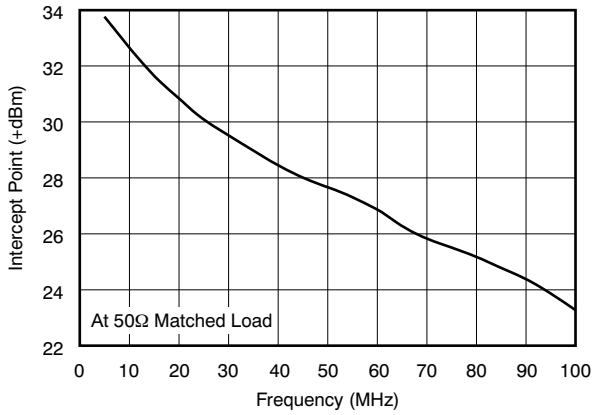
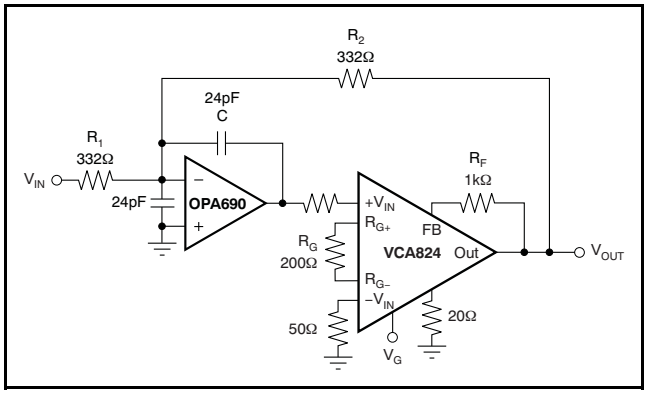

Figure 65.
Figure 84. Voltage-Control Low-Pass Filter
In the circuit of Figure 84, the VCA824 serves as the variable-gain element of a voltage-controlled low-pass filter. This section discusses how this implementation expands the circuit voltage swing capability over that normally achieved with the equivalent multiplier implementation. The circuit control voltage, V_G, is calculated as according to the simplified relationship described in Equation 4:
Because the VCA824 is most linear in the midrange, the median of the adjustable pole should be set at V_G = 0V (see Figure 24, Figure 44, Figure 65, and Equation 6). Selecting $R_1 = R_2 = 332\Omega$, and targeting a median frequency of 10MHz, the capacitance (C) is 24pF. Because the OPA690 was selected for the circuit of Figure 84, and in order to limit peaking in the OPA690 frequency response, a capacitor equal to C was added on the inverting mode to ground. This architecture has the effect of setting the high-frequency noise gain of the OPA690 to +2V/V, ensuring stability and providing flat frequency response.